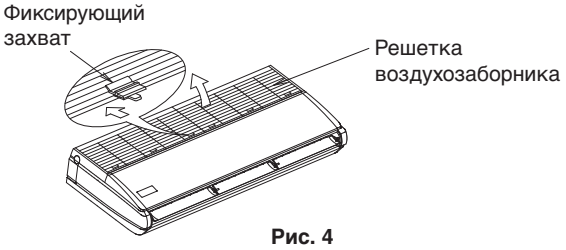

Рис. 4
- Чтобы широко открыть решетку воздухозаборника, отодвиньте фиксирующие захваты решетки воздухозаборника (тип 32: по 2 на каждой стороне; тип 63, 100: по 3 на каждой стороне) в обратную сторону (указанную стрелкой). **(См. рис. 4)**